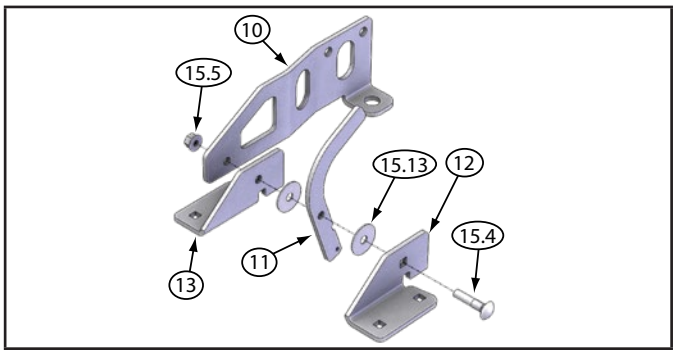

Figura 4 - Conjunto de la palanca de ángulo (B)
1. Ensamble la placa del mango izquierdo (12), arandela x2 (15.13), mango de pivote (11), placa del mango derecho (13), y la placa de gancho (10) usando el perno de carruaje estándar (15.4) de 5⁄16 x 11⁄2 in. (7.9 x 38.1 mm) y la tuerca de brida (15.5) de 5⁄16 in. (7.9 mm) como se muestra en la figura 4. Apriete la tuerca para que la palanca de ángulo se mueva libremente. Esto creará el conjunto de la palanca de ángulo (B).